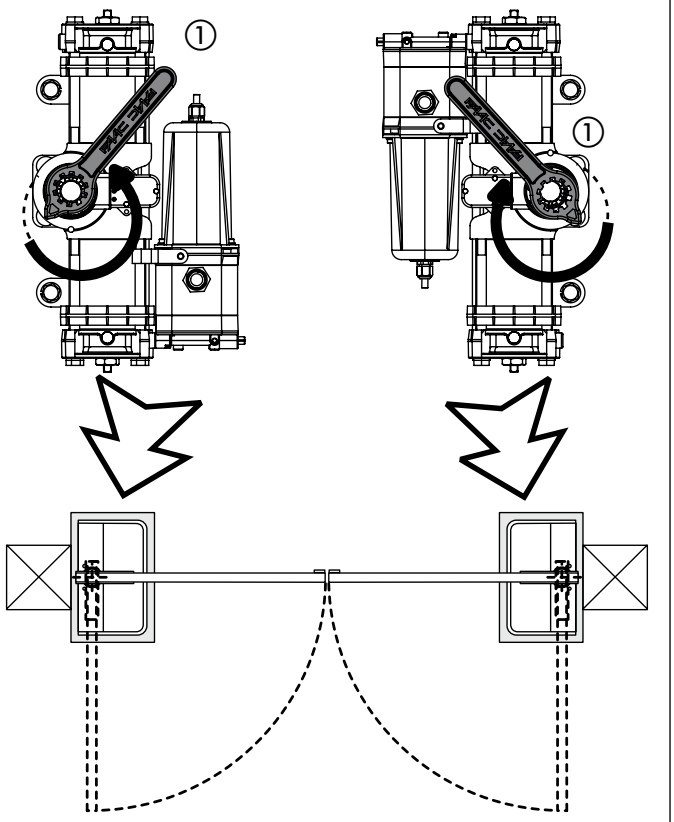

Fig.5
5) Turn the operator pinion with the supplied wrench (Fig. 5 ref. ①), **in the gate closing direction** as shown in Fig.5, up to the internal stop point of the piston, and remove the key.